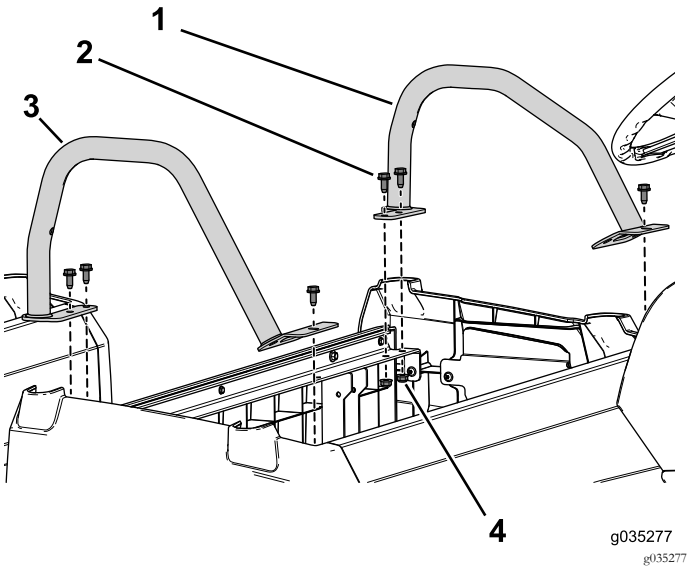

Figura 96
7. Utilizzate i 6 bulloni flangiati (3/16" x ¾") e i dadi flangiati per fissare le protezioni laterali sinistra e destra sulla base del sedile (Figura 96).